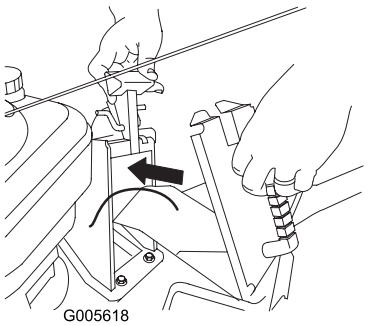

Figura 22
1. Abra a porta de descarga deslocando o manípulo da porta de descarga para trás (Figura 22).
2. Mantenha a porta de descarga completamente aberta e insira o bujão (Figura 22).